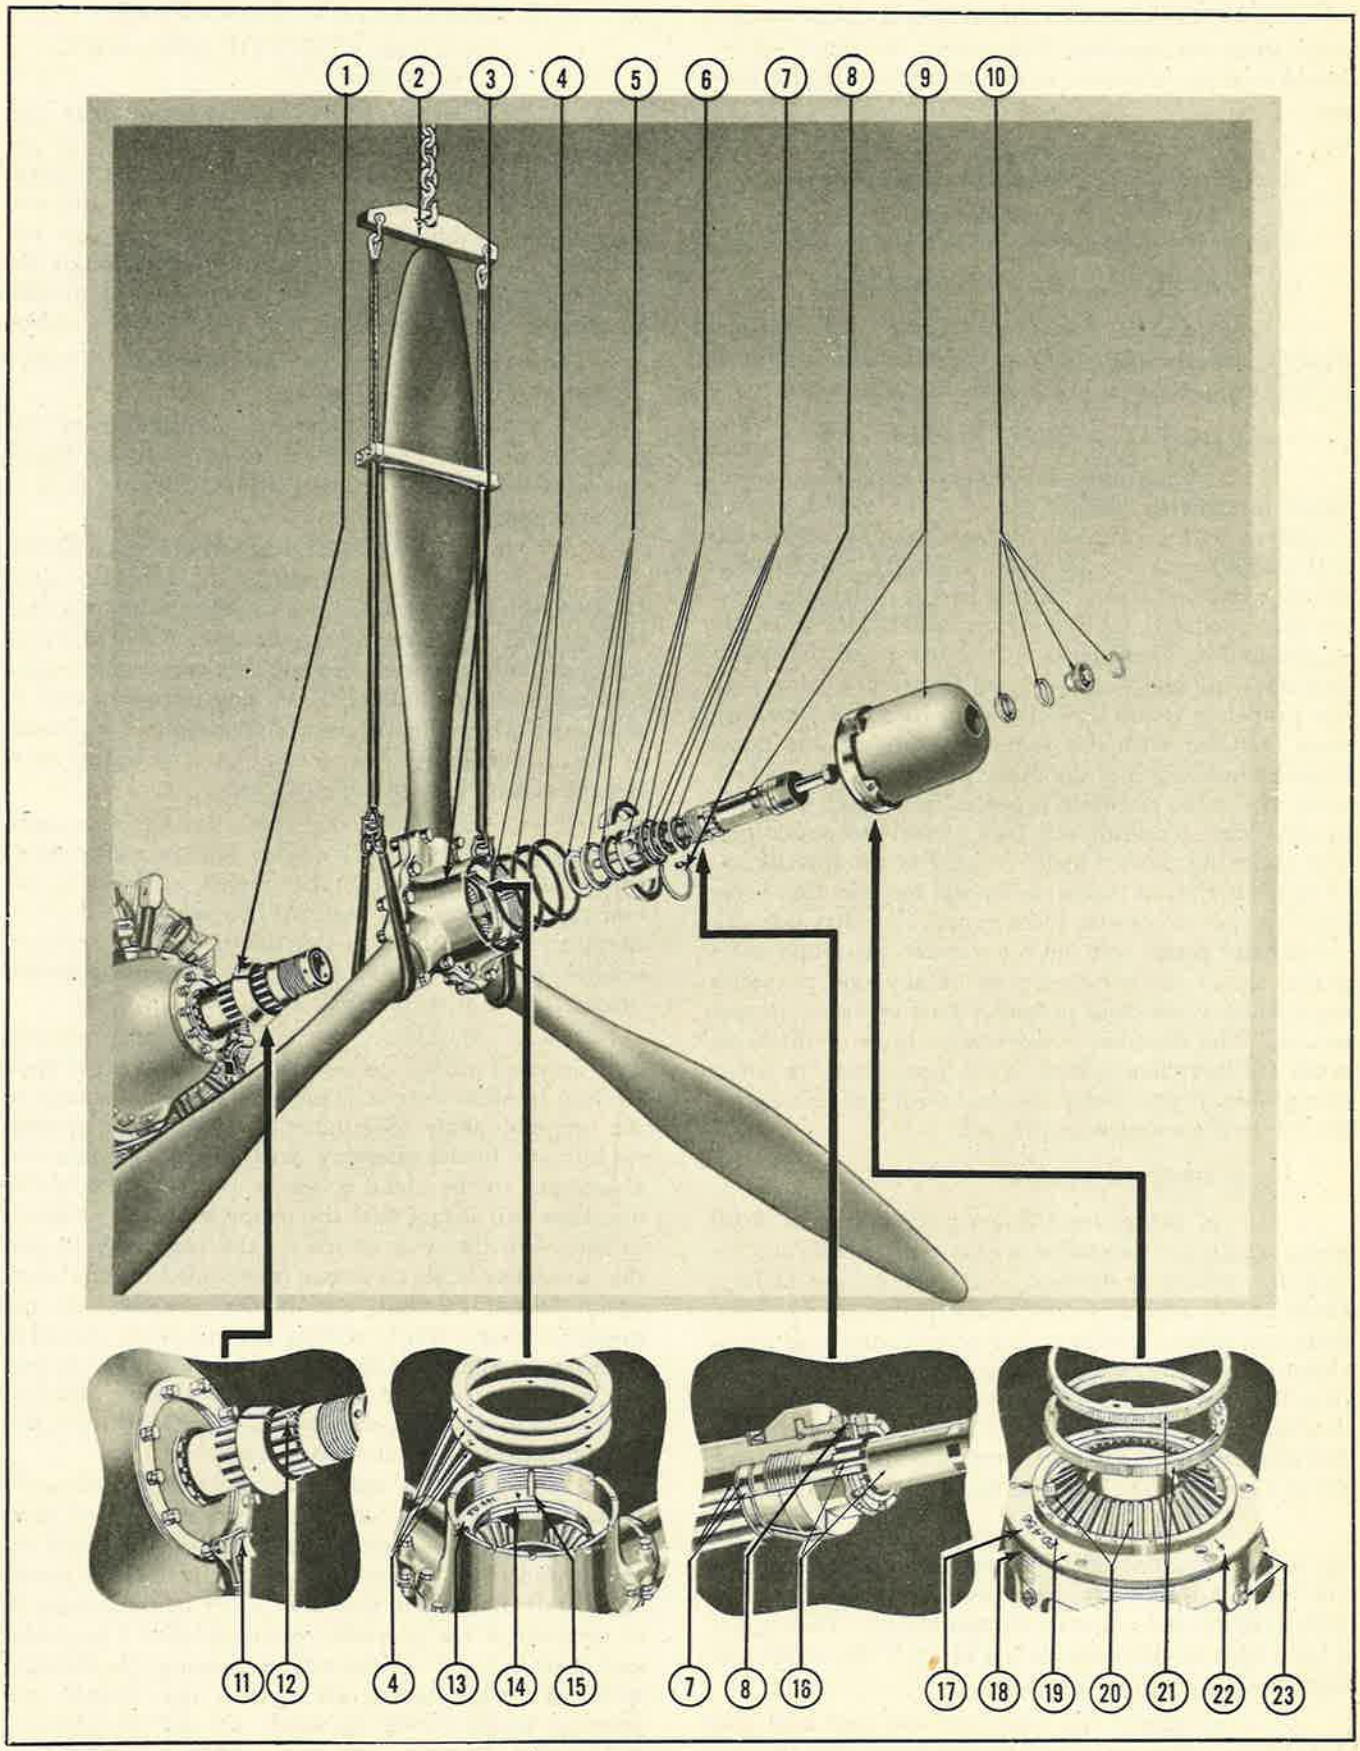

Figure 236—Propeller Installation Procedure
a. Install the propeller sling (figure 236).
KEY TO FIGURE 236
(b) INSTALLATION. *(See figure 236.)*
(1) Remove the two bottom nuts and washers on the thrust-bearing cover plate of the engine's front section. Install the anti-icer fixed bracket and feeder tube assembly (figure 236), onto the two engine studs against the spacers. Replace nuts (but not washers) by hand, leaving bracket loose enough for final clearance adjustment with installation of propeller slinger ring mounted on hub and blades assembly.
(2) Connect the anti-icing fluid supply pipe to the feeder tube assembly.
(3) After complete installation of the propeller on the engine, check to see that the feeder tube assembly will direct the flow of anti-icing fluid to the anti-icing slinger ring.
(4) The spider and shaft oil seal assembly (figures 236 and 238) consists of the spider and shaft oil seal washer, the spider and shaft oil seal, and the spider and shaft oil seal expander ring. These pieces are installed over the propeller shaft in that order to fit forward of the propeller spider splines. The spider and shaft oil seal (chevron-type packing) is installed with "V" edge facing aft against the washer and groover wings facing forward. To aid in properly seating this assembly, use some blunt instrument which will not harm the seals.
(1) Check to be sure that the copper gasket (distributor plate to engine shaft oil seal) and the distributor plate (engine parts) are in place against the adapter flange inside the propeller shaft. (See figure 236.)
(2) Before installing the distributor valve on a new engine, remove the gasket and distributor-plate oil tube assembly from inside the propeller shaft. Wash these two engine parts clean, coat with engine oil, and reinstall them in the shaft.
(3) Install the oil transfer plate and shaft oil seal gasket. (See figures 236 and 243.) This gasket fits over the raised central shoulder and onto the smooth face of the distributor plate (engine part). This 1/32-inch copper gasket is furnished by the
(3) Reinstall the low-pitch stop ring (figure 236) to the full low-angle limit by inserting it so that the arrow on the stop ring coincides with the 16-degree mark (indicating the degrees of blade angle at the 42-inch reference station) stamped on the fixed cam stop ring flange. To insert the low-pitch stop ring, it may be necessary to rotate the cam gear (figure 236) a small amount in a counterclockwise direction to permit inserting the stop ring without interfering with the stop lugs on the gear. It will be noticed that this rotation causes the piston in the dome assembly to move forward.
(4) Reinstall the high-pitch stop ring to the full high-angle limit by inserting it on top of the low-pitch ring so that the arrow on the high-pitch stop ring coincides with the 88-degree mark on the fixed cam stop ring flange.
(n) Tighten the nuts, on the front of the engine, which hold the anti-icer fixed bracket and feeder tube. (See figure 236.)